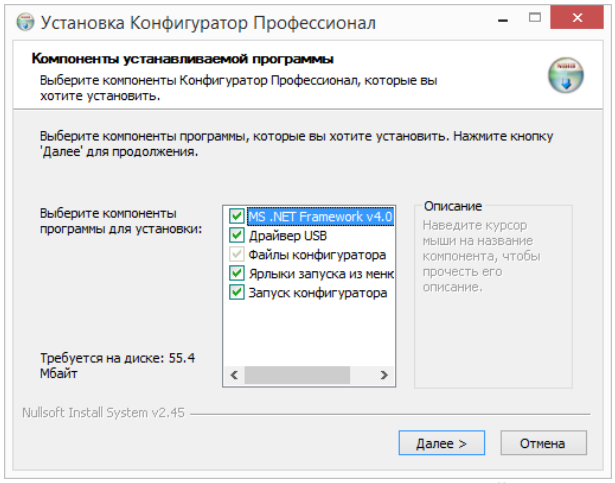

Рисунок 4.1 — Окно *Компоненты устанавливаемой программы*
1. В открывшемся окне оставьте установленными все флажки и нажмите кнопку Далее > (см. рисунок 4.1).